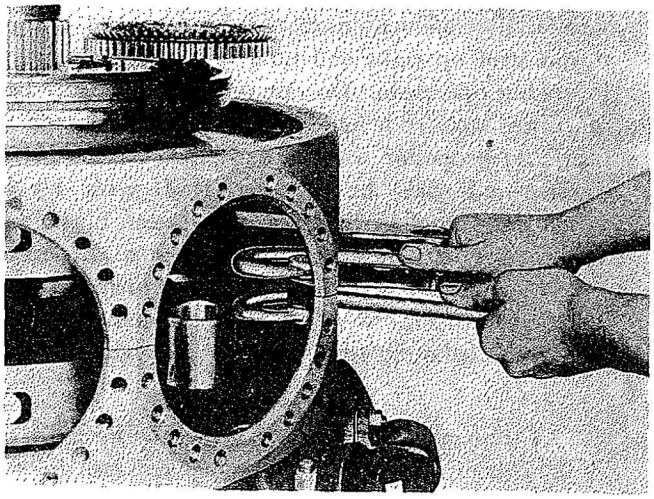

Figure 98—Removing Crankcase Internal Attaching Nuts and Bolts
a. Remove the nine cotter pins, nuts, and bolts which attach the two crankcase main sections together. These bolts pass through internal lugs located between the cylinder mounting pads. Use two special box wrenches (Tool No. 84356) to remove these nuts and bolts. Refer to Figure 98. This wrench is provided with a handle curved in such a way that easy access to these nuts and bolts is possible.